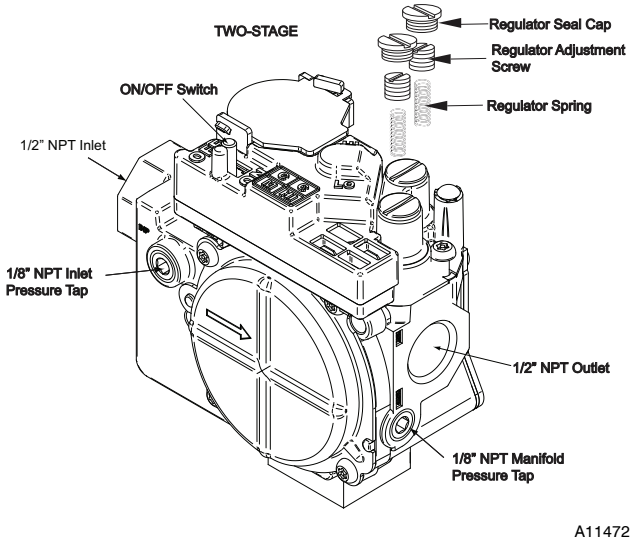

Fig. 24 - 2 Stage Gas valve
1. Refer to Fig. 24.
3. Remove caps that conceal adjustment screws for high-heat and low-heat stage gas valve regulators. (See Fig. 24.)
8. Turn high-heat stage adjusting screw clockwise (in) 12 full turns. This will increase the manifold pressure closer to the natural high-heat set point. (See Fig. 24.)
9. Turn low-heat stage adjusting screw clockwise (in) 9.5 full turns. This will increase the manifold pressure closer to the Propane low-heat set point. (See Fig. 24.)
3. Attach manometer to manifold pressure tap on gas valve. (see Fig. 24.)